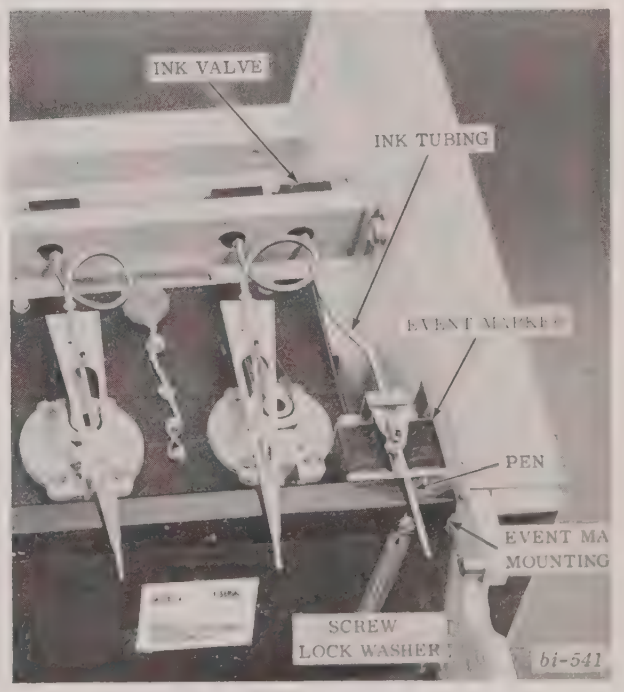

FIGURE 6-21 EVENT MARKER REPLACEMENT
4. Disconnect four pins of each event marker (if removing both event markers) from connectors located on penmotor support bar (Fig. 6-21).